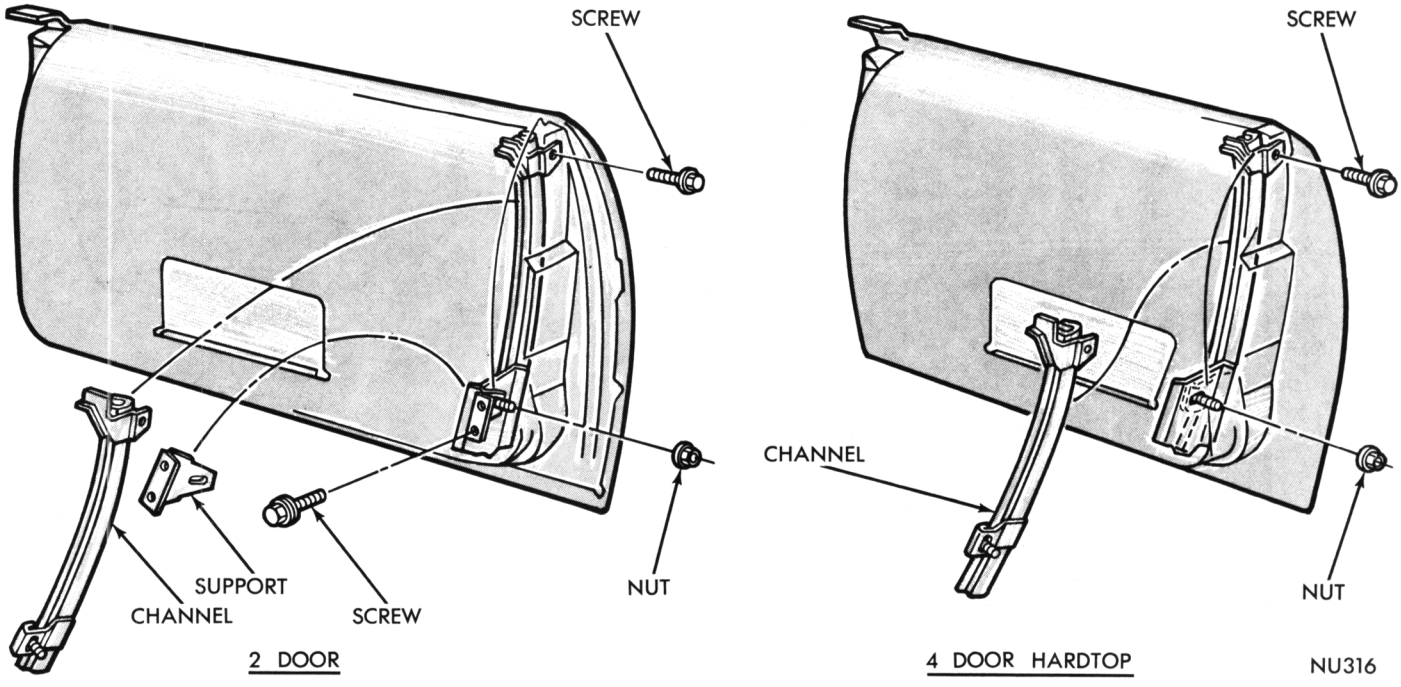

Fig. 38—Glass Rear Channel
(1) Remove up-stop at rear channel.
(2) Remove the door glass and vent wing assembly.
(3) Remove channel upper support retaining screw at door lock face, inner panel support and lower support retaining nut (Fig. 38) at door.
(4) Remove channel assembly through large access hole.
(1) Position rear channel assembly into door through large access hole.
(2) Align upper support to hole in door lock face and install screw loosely (Fig. 38).